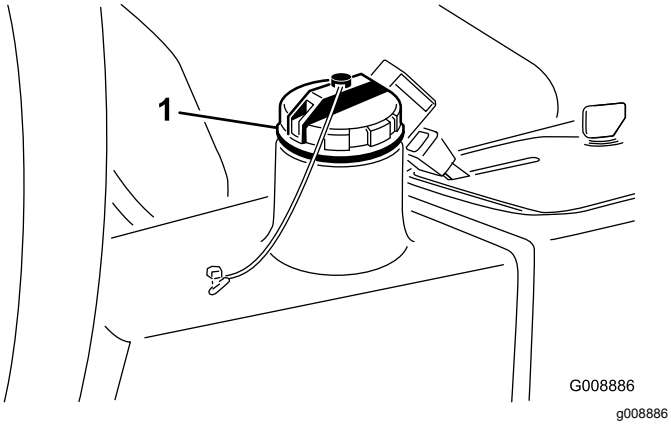

**Figur 80**
4. Fyll beholderen (Figur 80) med omtrent 13,2 liter hydraulisk olje. Se Kontrollere det hydrauliske systemet (side 24).